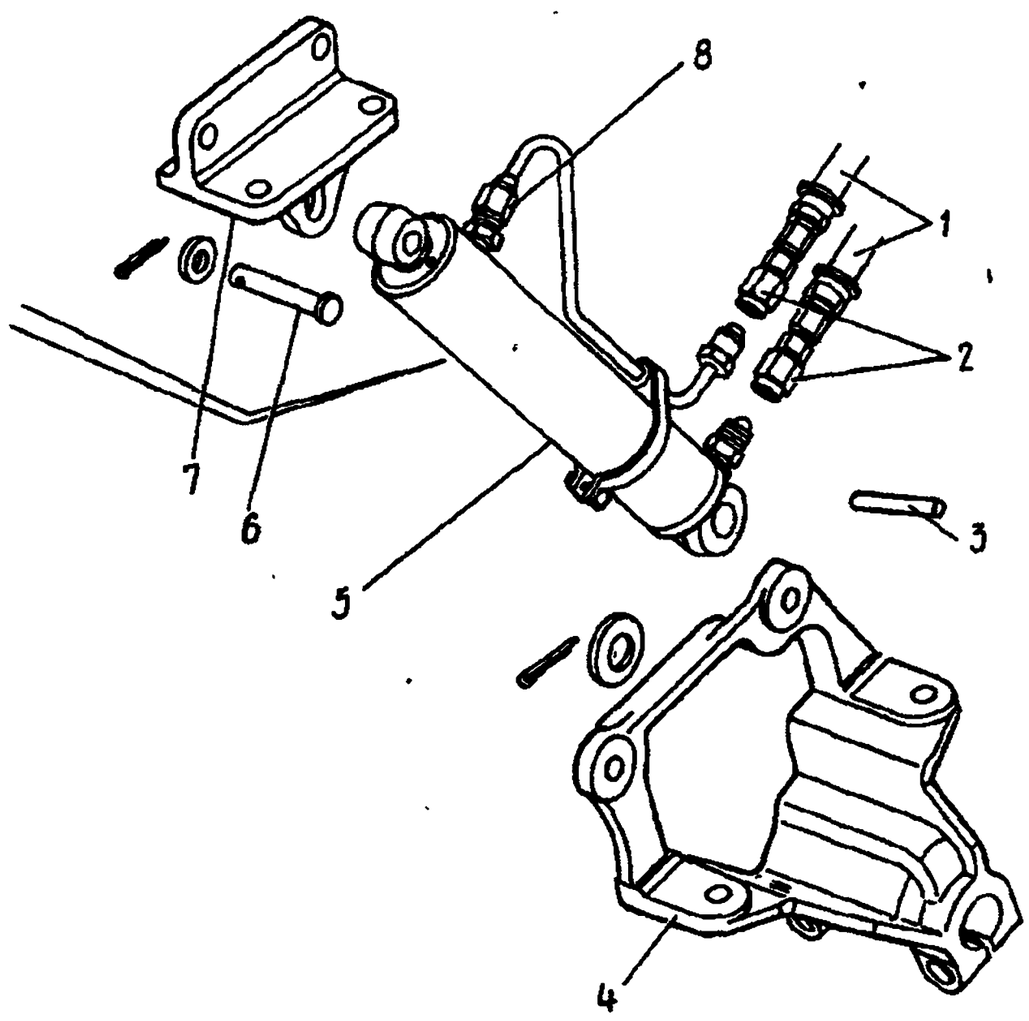

Рис. 66. Гидроцилиндр механизма опрокидывания кабины:
2. Отверните накидные гайки *2* (рис. 66) и отсоедините шланги *1* от цилиндра *5*. Установите в шланги пробки	Ключи 19, 22 мм, посуда для жидкости, пробки